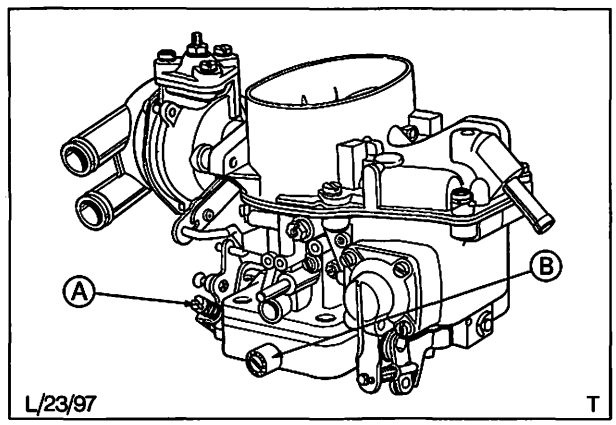

Abb. 78 Solex-Registervergaser
6. Leerlaufdrehzahl auf die richtige Drehzahl einstellen, Abb. 78.
7. Abdeckkappe von der Leerlaufgemischschraube entfernen, Abb. 78.